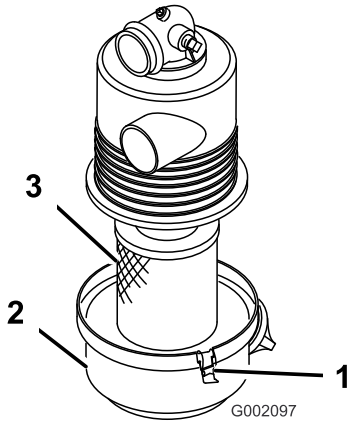

Figur 28
2. Lossa spärrhakarna som fäster luftrenarkåpan på luftrenarhuset (Figur 28).
3. Separera kåpan från stommen och gör ren insidan av luftrenarkåpan (Figur 28).
1. Sätt in filtret i luftrenaren (Figur 28).
2. Passa in luftrenarkåpan efter luftrenaren (Figur 28).
3. Fäst kåpan på luftrenaren med spärrhakarna (Figur 28).